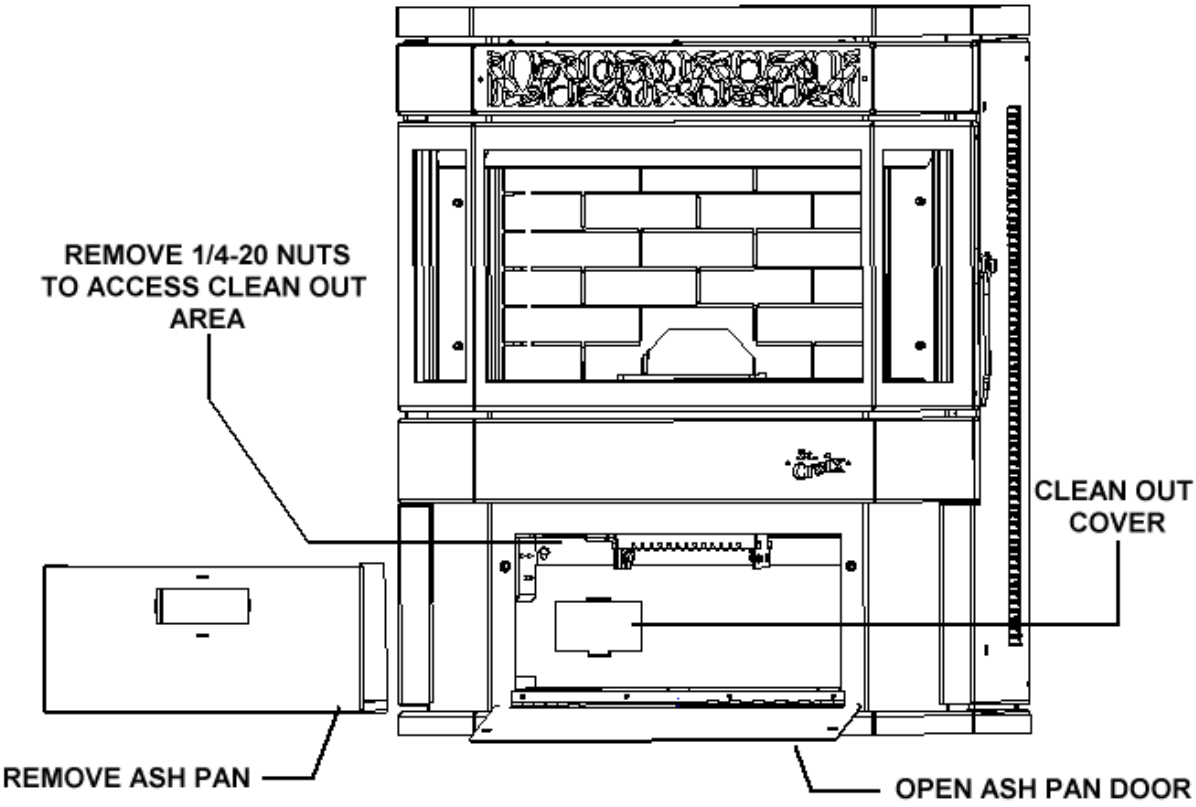

Figure 29
1. **Spring Shutdown.** After the last burn in the spring, cool the Stove and remove all fuel from the hopper and the auger system. Thoroughly clean the burn pot, burn pot box, ash pan and ash traps behind the ash pan. *(To locate the ash traps see figure 29 on page 49)*